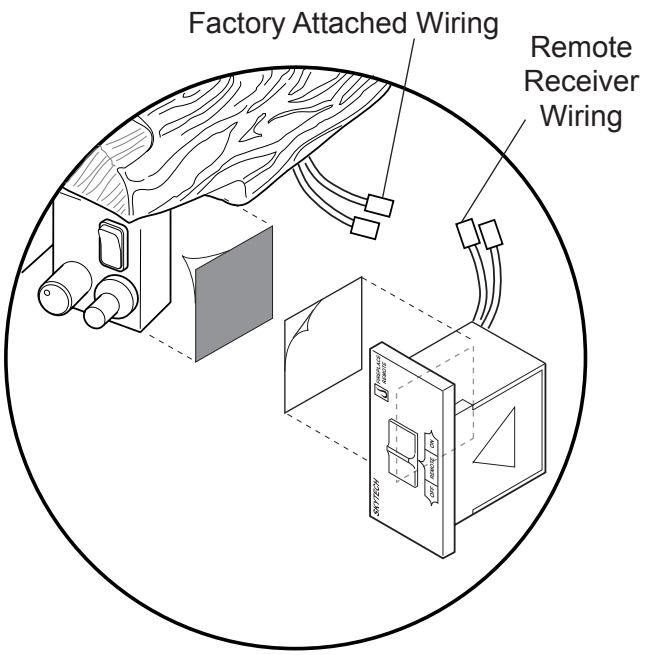

Figure 29 - Placement of Remote Receiver on VDY Log Set
3. Attach second Velcro pad to control bracket with self adhesive backing. *(See Figure 29).*